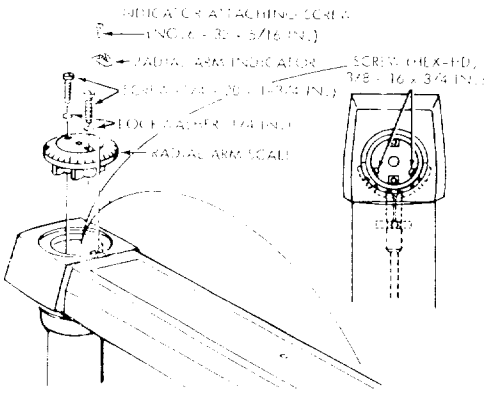

Figure 62
(1) Remove the indicator attaching screw and radial arm indicator. (See figure 62.)
(2) Remove two 1/4-20 x 3/4-inch screws (figure 62) to free the radial arm cap, and lift out the cap.
(4) Loosen (do not remove) two 3/8-16 hex-head screws (figure 62) located inside the column tube.